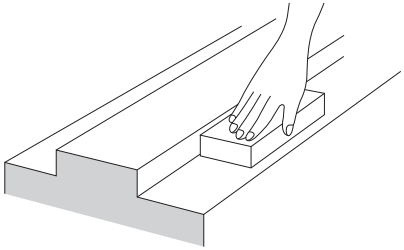

Fig.21
(1) Remove burr or knots from the LM rail mounting surface of the base using an oilstone. (Fig.21)